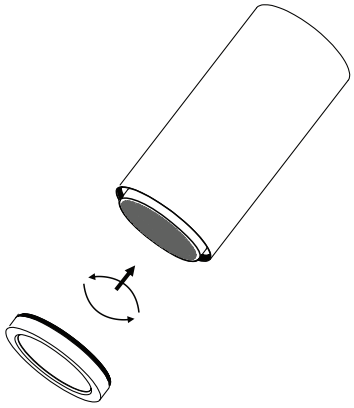

**Fig. 2c**
3. Screw the front trim back on (Fig. 2c).
3. Revissez la garniture avant (Fig. 2c).